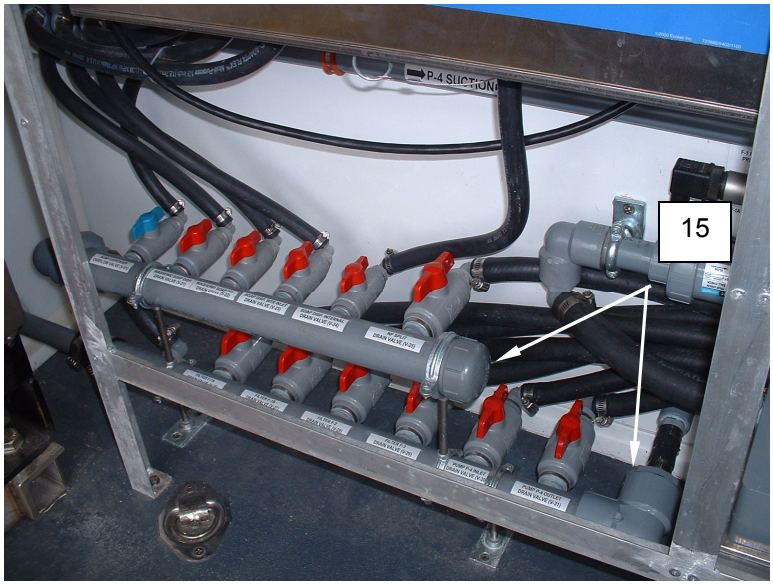

Figure 15. Sodium Bisulfite Preservation Procedure.
16. Open all valves on the drain manifolds **(Figure 15, Item 15)**.